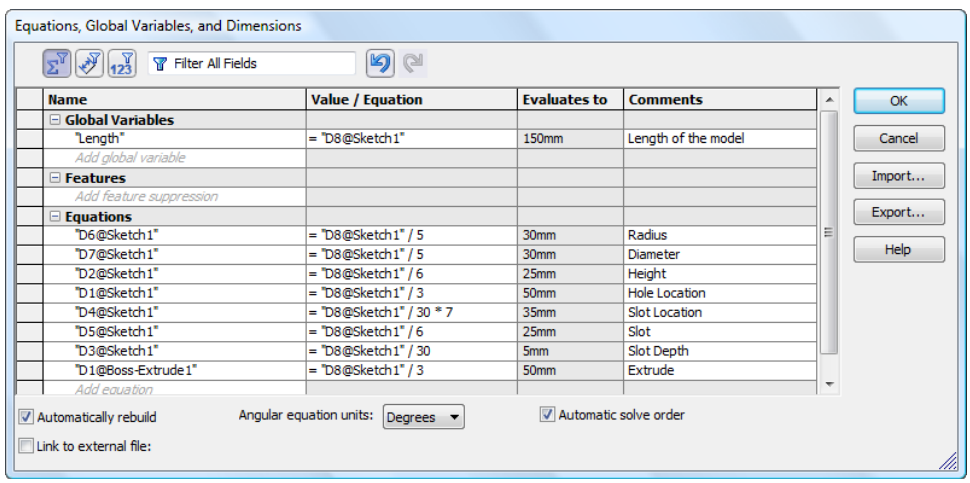

***Figure 19-42*** *The* ***Equations, Global Variables, and Dimensions*** *dialog box after adding equations to extrude feature*
4. Select the horizontal dimension value **150** in the drawing area. Next, press the forward slash ( / ) and enter **3** in the cell corresponding to this dimension value in the **Equation** node, refer to Figure 19-42.